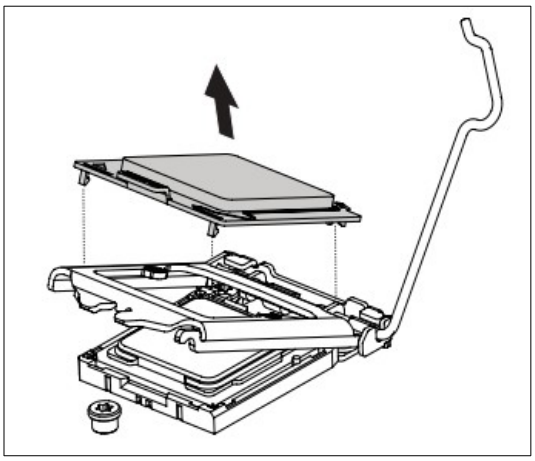

Рис. 7.
4. Снимите с фиксатора пластмассовую защитную крышку. Необходимо ее сохранить – например, положив в коробку из-под материнской платы. При удалении процессора, если он сразу же не заменяется на новый, эту крышку следует установить обратно (рисунок 7).